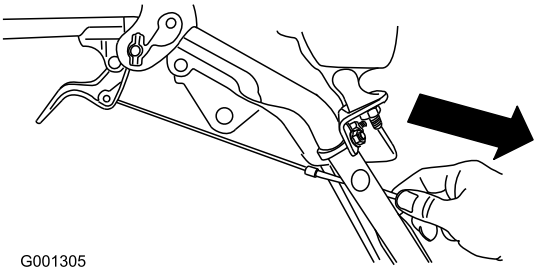

Figuur 8
4. Trek de kabelbehuizing voorzichtig naar beneden tot de wielkoppelingshendel zo ver mogelijk naar beneden wijst en de kabel gespannen is. Maak dan de moer van de kabelklem vast (Figuur 8).